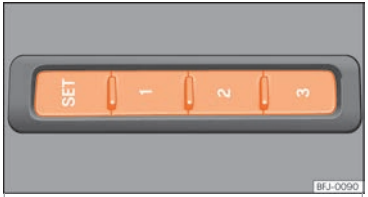

Fig. 110 Sur le côté extérieur du siège du conducteur : touches de mémorisation.
- Appuyez sur la touche SET pendant plus de 1 seconde ››› fig. 110.
- Maintenez la touche SET ››› fig. 110 enfoncée.